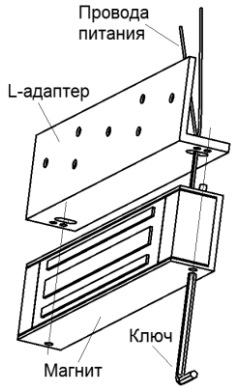

Рисунок 1 – Применение L-адаптера
- На место комплектной планки прикрепить адаптер к корпусу электромагнитного замка с помощью двух винтов, предварительно пропустив в соответствующий паз провода питания замка (см. рисунок 1);